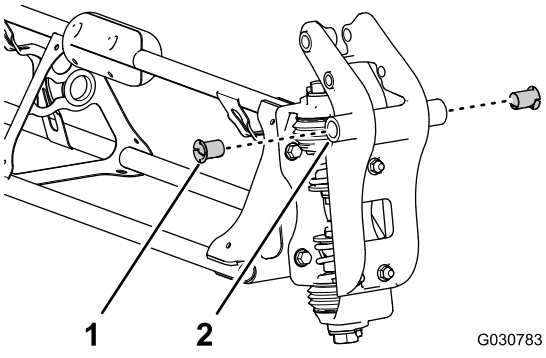

Figur 134
2. För in en nylonflänsbussning i 31,8 mm-hålet på vardera sidan av svängkopplingen (Figur 134).